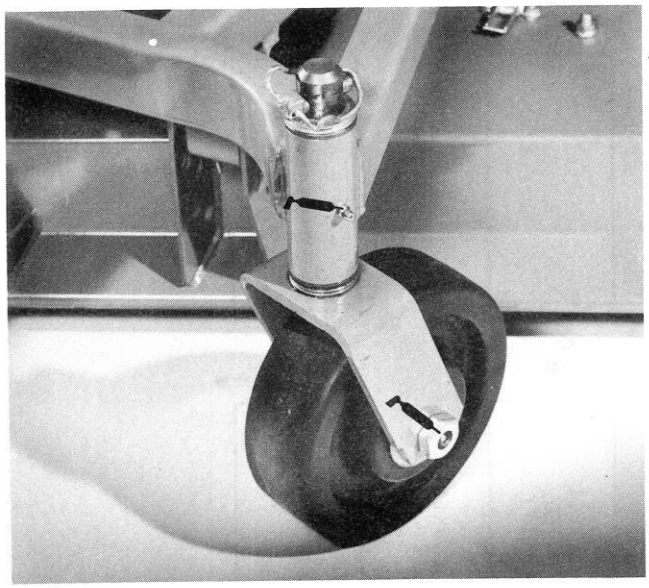
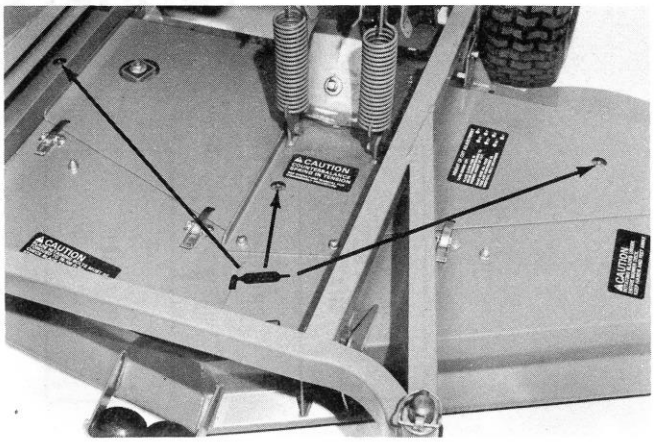
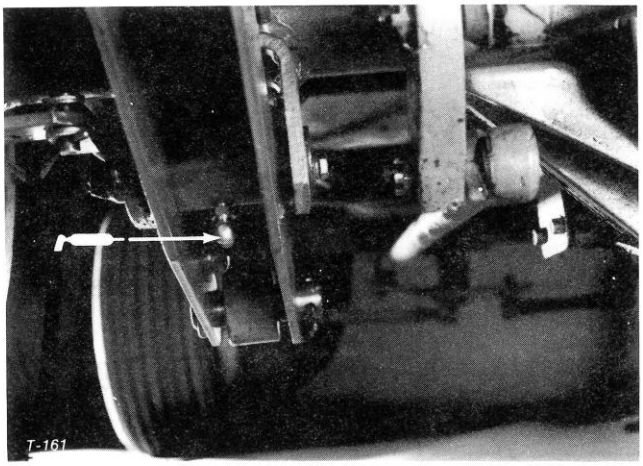

Figure 20
Figure 21
Figure 23
1. The cutting unit has bearings and bushings that must be lubricated, and these lubrication points are: caster spindle bushings (Fig. 20); castor wheel bearings (Fig. 20); blade spindle bearings (Fig. 21) and cutting unit frame pivot bushings (Fig. 23).